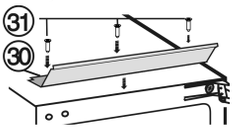

Fig. 24
- ▶ Fix the equaliser trim *Fig. 24 (30)* with screws *Fig. 24 (31)* in the pilot holes in the ceiling of the appliance.